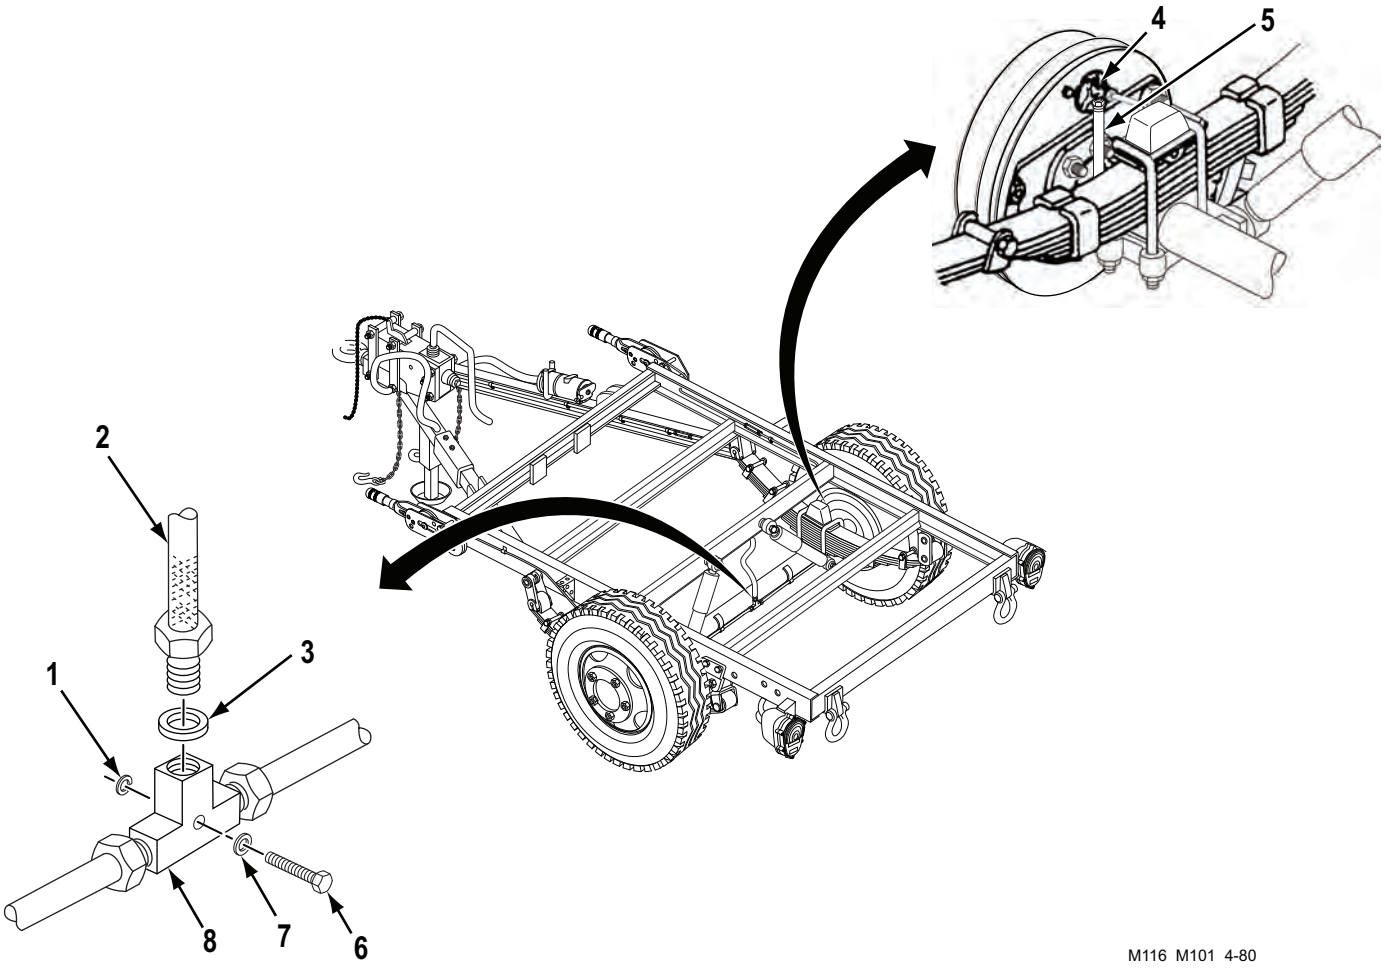

Figure 5. Roadside and Curbside Tube Assemblies Installation.
1. Disconnect tube assembly (Figure 5, Item 5) from wheel cylinder (Figure 5, Item 4).
2. Disconnect tube assembly (Figure 5, Item 5) from tee (Figure 5, Item 8) and remove from axle.
3. Disconnect hose assembly (Figure 5, Item 2) from tee (Figure 5, Item 8). Remove copper gasket (Figure 5, Item 3), if present, from hose assembly (Figure 5, Item 2). Discard copper gasket (Figure 5, Item 3)
4. Remove cap screw (Figure 5, Item 6), washer (Figure 5, Item 7), tee (Figure 5, Item 8), and lockwasher (Figure 5, Item 1) from axle. Discard lockwasher (Figure 5, Item 1).
1. Install new lockwasher (Figure 5, Item 1), tee (Figure 5, Item 8), washer (Figure 5, Item 7), and cap screw (Figure 5, Item 6) on axle.
2. Install new copper gasket (Figure 5, Item 3), if present, on hose assembly (Figure 5, Item 2). Connect hose assembly (Figure 5, Item 2) to tee (Figure 5, Item 8).
3. Position tube assembly (Figure 5, Item 5) along axle and connect to tee (Figure 5, Item 8).
4. Connect tube assembly (Figure 5, Item 5) to wheel cylinder (Figure 5, Item 4).